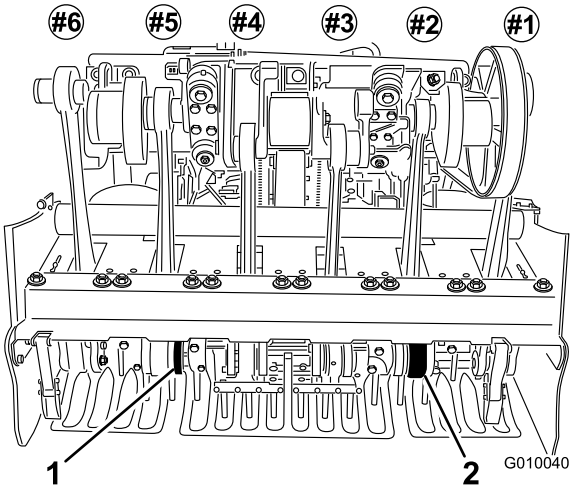

Figur 25
5. Monter tines på nummer 2 og 5 tineholder (Figur 25) Stram boltene.